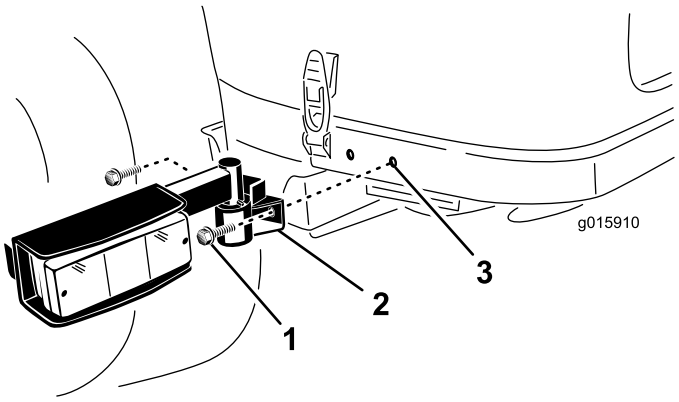

図 9
1. フードのラッチの後部にある取り付け穴を使って、後フレームの左右それぞれにランプ・アセンブリを取り付ける；3/8 x 3/4 インチのワッシャヘッドねじ（2本）を使用する（図 9）。取り付け穴がない場合には次項の作業を行う。